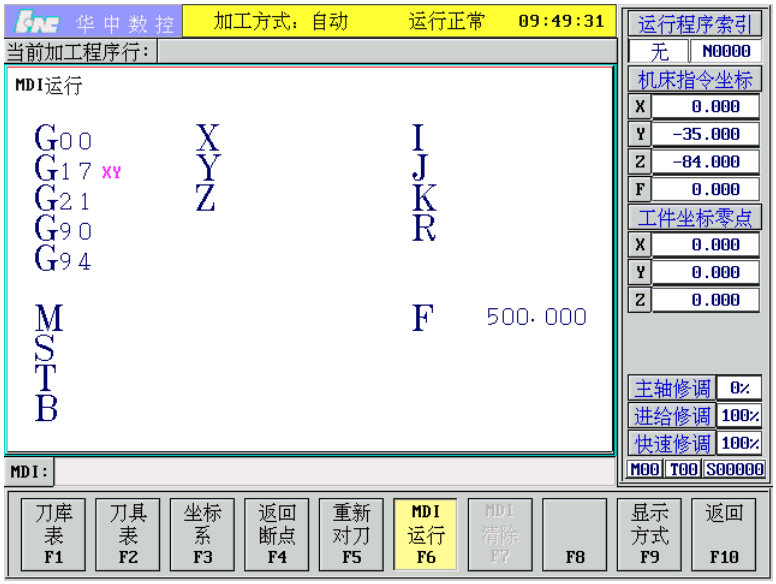

图 3.5.2　MDI 运行
在 MDI 功能子菜单下按 **F6**，进入 MDI 运行方式，命令行的底色变成了白色，并且有光标在闪烁，如图 3.5.2 所示。这时可以从 NC 键盘输入并执行一个 G 代码指令段，即“MDI 运行”。
(1)直接输入“G00 X100 Y1000”并按 Enter 键，图 3.5.2 显示窗口内关键字 G、X、Y 的值将分别变为 00、100、1000；
(2)先输入“G00” 并按 Enter 键，图 3.5.2 显示窗口内将显示大字符“G00”，再输入“X100” 并按 Enter 键，然后输入“Y1000” 并按 Enter 键，显示窗口内将依次显示大字符“X100”、“Y1000”。